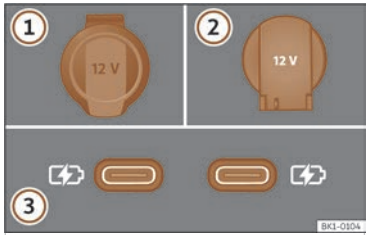

Fig. 150 Vehicle 12-volt socket.
>>> **Fig. 150**
Depending on the equipment and the country, the vehicle may also have USB ports **exclusively for charging or as a power socket** >>> **Fig. 150** ③.